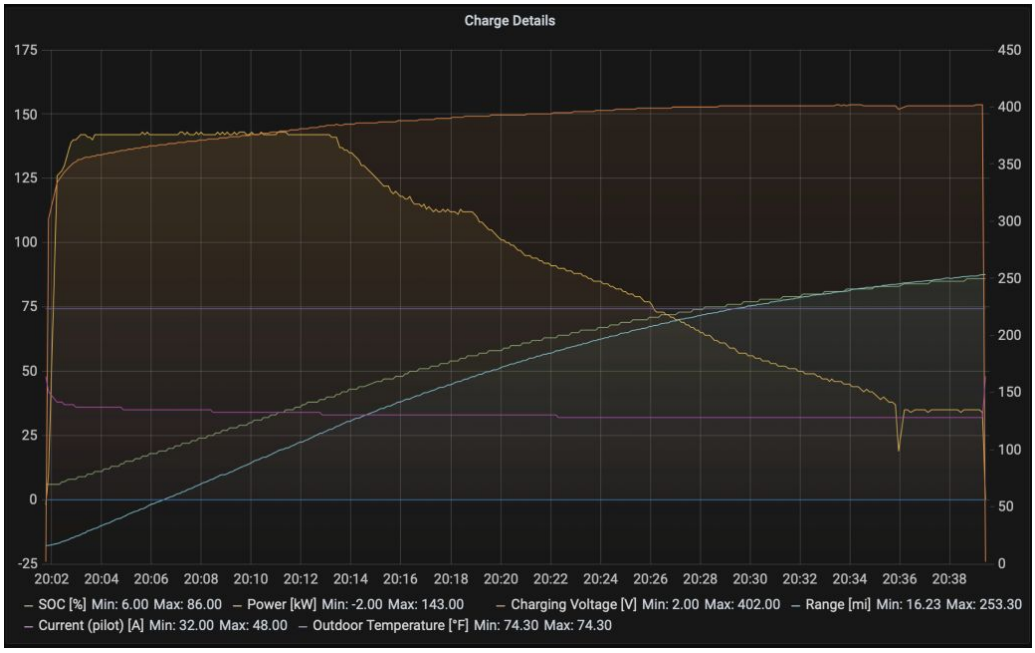

Figure 2: Supercharging Details for Trevor Mahlmann's Tesla Model 3 LR Dual Motor over 36 minutes at 150kWh (Level 2 Charging)
- Figure 2: Supercharging Details for Trevor Mahlmann's Tesla Model 3 LR Dual Motor over 36 minutes at 150kWh (Level 2 Charging) 11